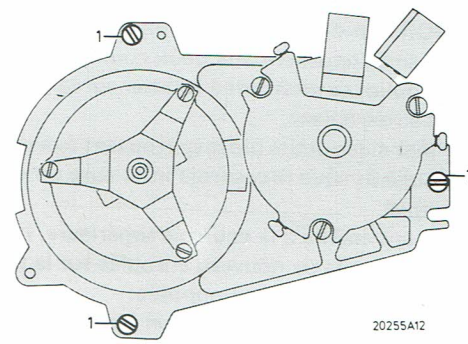

Fig. 2.13
- Enlever les vis rep. 1 (Fig. 2.13)